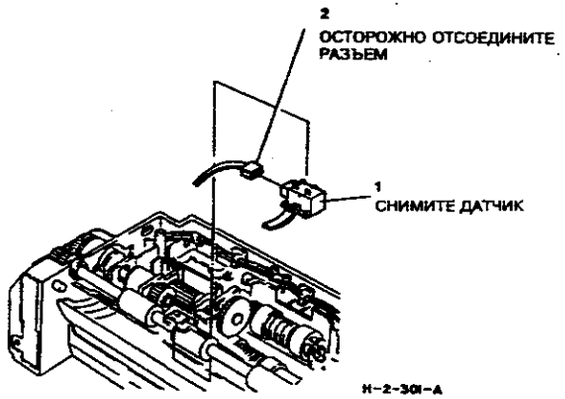

**Рисунок 1. Снятие датчика подачи**
2. (Рисунок 1) Снимите датчик подачи.